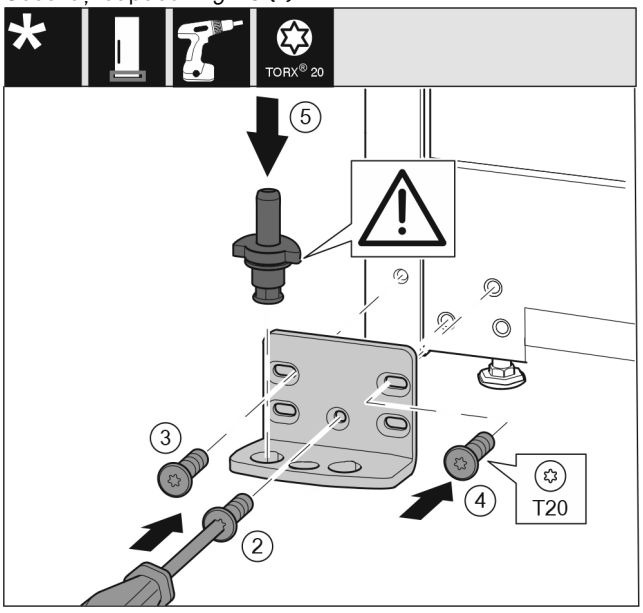

Fig. 19
- ▶ Aplicați suportul de lagăr pe partea opusă și înșurubați-l cu ajutorul unei șurubelnițe. Începeți cu șurubul *Fig. 19 (2)* de jos din centru.
- ▶ Înșurubați ferm șurubul *Fig. 19 (3)* și șurubul *Fig. 19 (4)*.
▶ Introduceți complet bolțul de lagăr *Fig. 19 (5)*. Aveți grijă aici ca respectiva camă de fixare să fie îndreptată către înapoi.